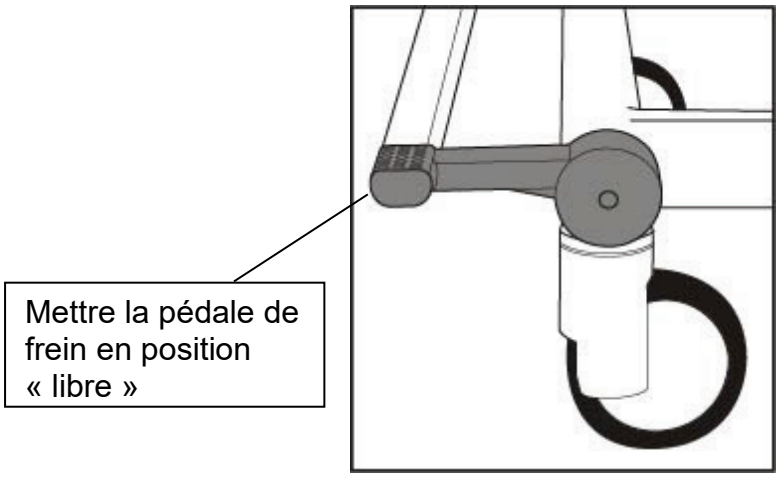

Fig. 2 - Position libre
2. Vérifier que les freins sont déverrouillés et que la pédale de frein est en position « Libre ». **(Voir fig. 2)**